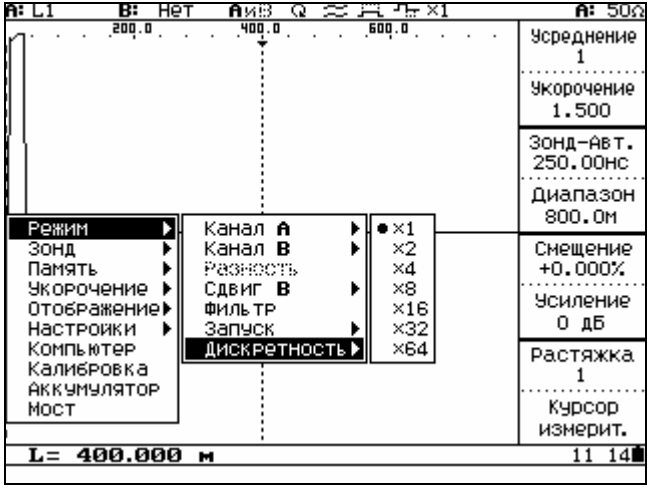

Рисунок 6.26
- Установить дискретность (рисунок 6.26) при записи в память (п.6.3.10.6).